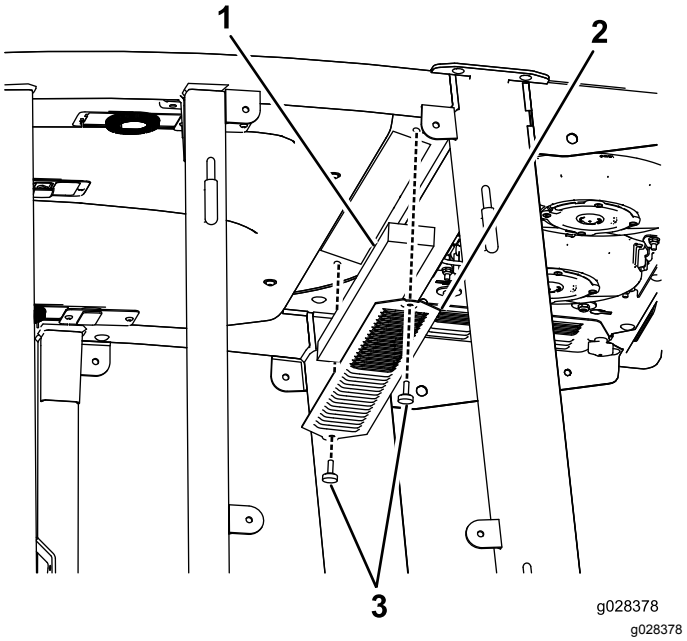
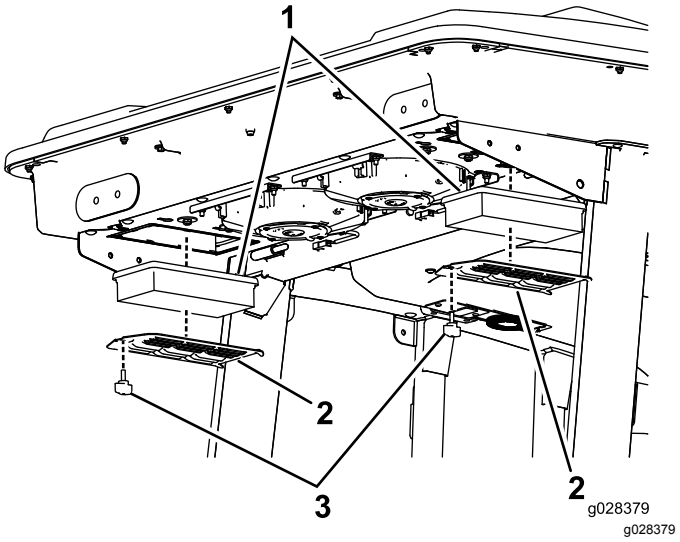
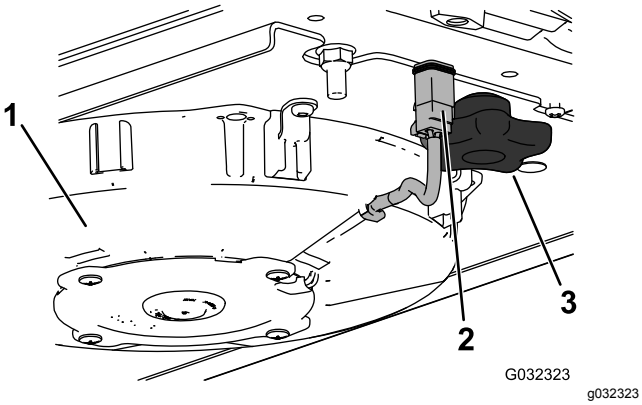
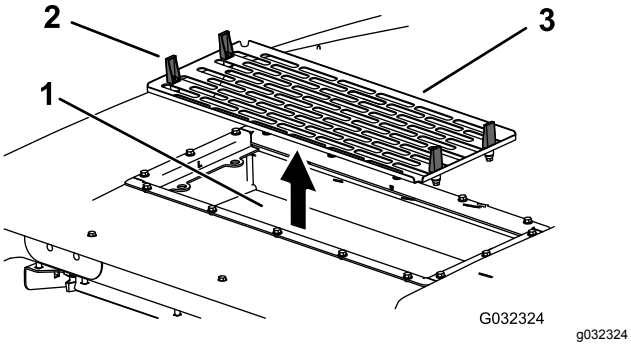

Figur 148
Figur 149
Figur 150
Figur 151
1. Ta bort de skruvar och galler som sitter över luftfiltren både i och bakom hytten (Figur 148 och Figur 149).
2. Lossa kabeln för varje fläkt (Figur 150).
4. Öppna de fyra spärrarna på luftkonditioneringsenheten och ta bort filtret (Figur 151).
5. Ta bort luftfiltren (Figur 149).
7. Montera luftfiltren, filtret och fläktenheten igen (Figur 149, Figur 150 och Figur 151).
8. Anslut kabeln för varje fläkt (Figur 150).